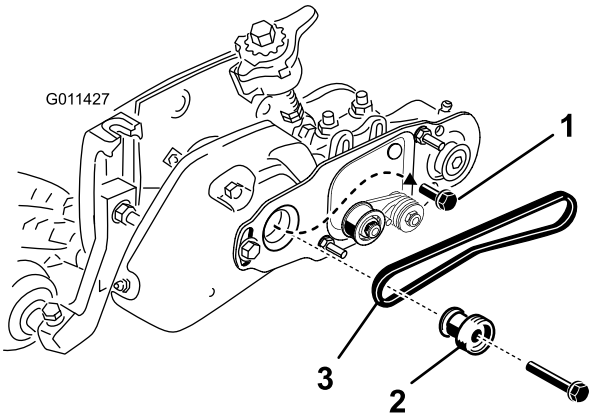

図 31
42. グルーマプーリを駆動シャフトに固定しているボルトを取り外す図 31。
43. ブラシ駆動プーリをグルーマ駆動プーリに差し込んで駆動シャフトに通す図 31。プーリのタブが駆動シャフトのスロットにきっちりと嵌まるように取り付けること。
44. 3/8 x 2 in フランジヘッドボルトのネジ部分にロクタイトを塗る。フランジヘッドボルトを使って駆動プーリをシャフトに固定する図 31。ボルトを 34-1,219.20 cm-lb46-54 N·m = 2.1-2.6 kg.mにトルク締めする。